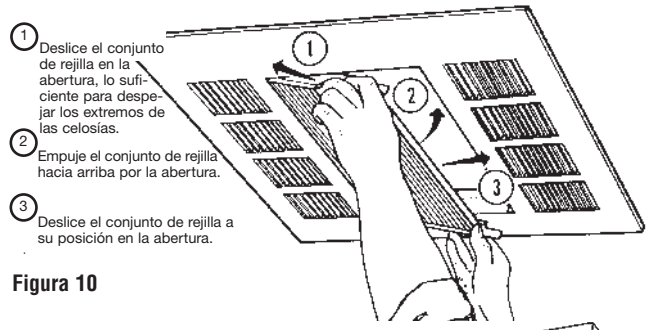

Figura 10
5. Mientras sostiene el conjunto con ambas manos, encaje un lado del conjunto en la abertura del gabinete y deslice este lado hacia adentro a la vez que encaja el lado opuesto en el gabinete (Vea la Figura 10). Deslice el conjunto en su posición de manera que la porción inferior de cada guía quede bloqueada en la abertura.